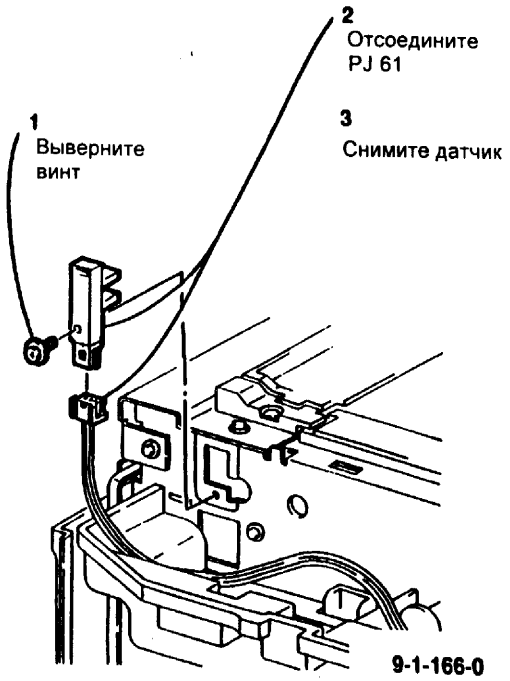

Рис. 1 Снятие датчика исходного положения сканирования
2. (Рис. 1) Снимите датчик исходного положения сканирования.